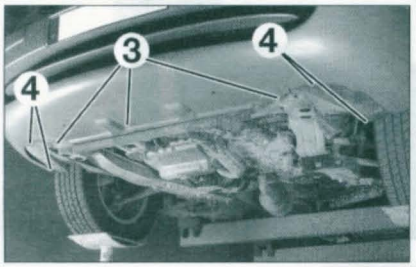

FIGURE 11-2
• Déposer les 3 vis quart de tour (3) et les clips (4) **(figure 11-2)**.